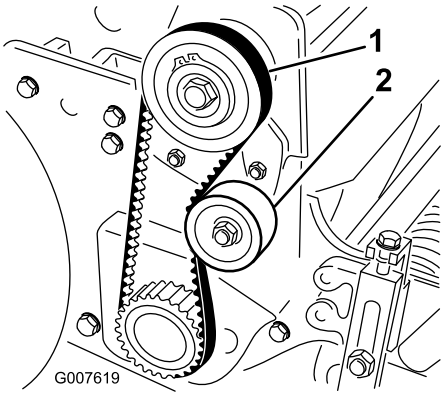

Figur 35
2. Kontroller hvor stram remmen er ved å presse på mellomspennet (Figur 35) med en kraft på 18–22 N. Remmen skal gi etter 6 mm.
A. Løsne monteringsmutteren på lederullen, og vri lederullen med klokken mot baksiden av remmen helt til du oppnår ønsket spenning (Figur 35).